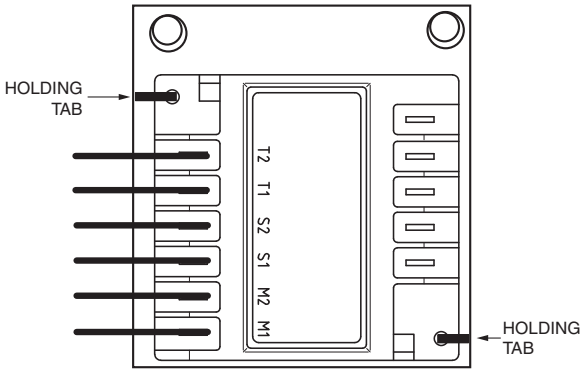

Fig. 38 — Kriwan Motor Protection Module Removal
4. Gently bend the holding tabs holding the Kriwan module in the terminal box and remove the Kriwan module from the terminal box. See Fig. 38.